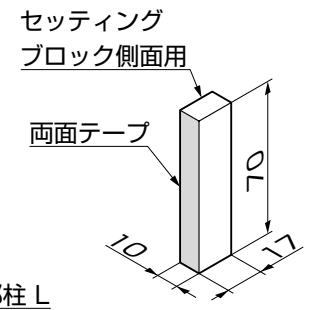
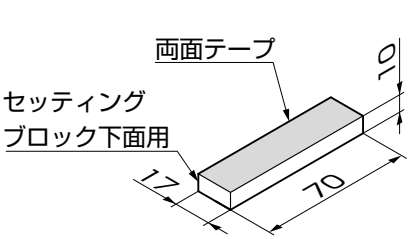

図4-2　側面用
図4-3　下面用
- ●セッティングブロックには、側面用と下面用の2種類があります。（図4-2、図4-3参照）